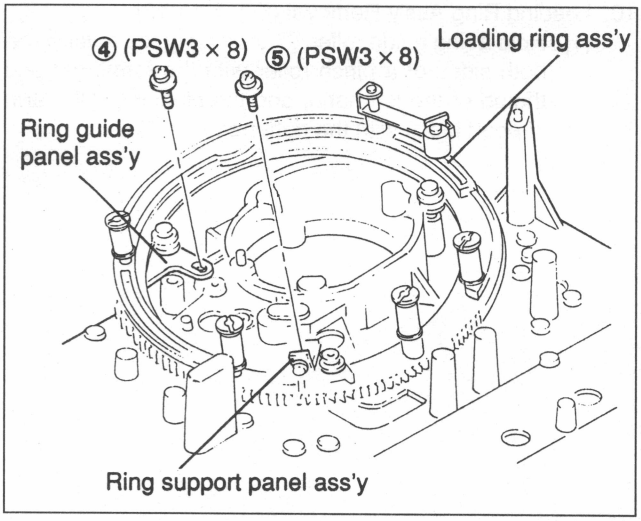

Fig.7-18-9 Ring Support Panel Ass'y and Ring Guide Panel Ass'y Removal
6. Ring Guide Panel Ass'y Removal (Fig. 7-18-9)
7. Ring Support Panel Ass'y Removal (Fig. 7-18-9)